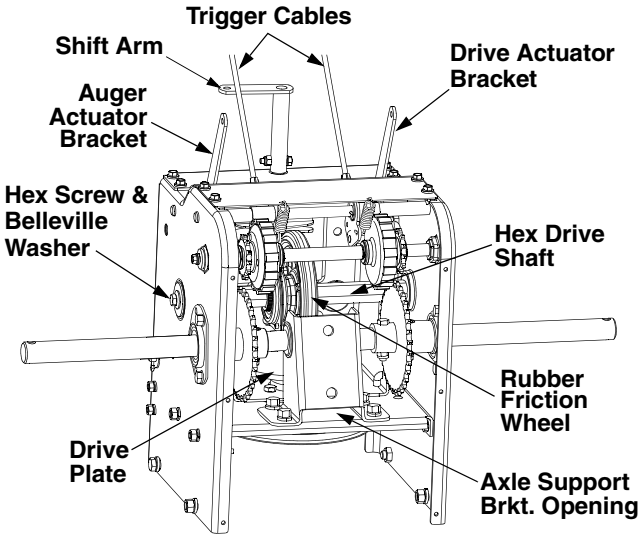

Figure 12
- Locate the opening between the axle support bracket and the front frame support (See Figure 12). Looking through the opening, perform the following checks and adjust as necessary:
a. With the wheel drive control released, check if there is clearance between friction wheel and drive plate in all positions of the shift lever. See Figure 12.
b. With the wheel drive lever engaged, check if the friction wheel solidly contacts the drive plate. See Figure 12.
- At least once a season or after every 25 hours of operation, remove rear cover. Lubricate all chains, sprockets, gears, bearings, shafts, and the shifting mechanism. Use engine oil or a spray lubricant. Refer to Figure 12.
- Engage the traction control and check if the friction wheel is making solid contact with drive plate (Refer to Figure 12). If it does not, adjust the lock nut on the lower end of the wheel drive cable following the instructions on page 7 and recheck the friction wheel.